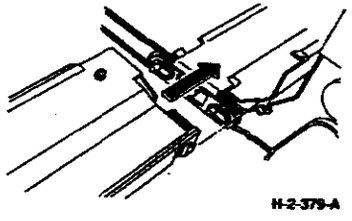

**Рисунок 4. Установка блока черно-белого проявления**
a. (Рисунок 4) Поставьте узел черно-белого проявления на край предназначенной для него полости и задвиньте его в аппарат. Проверьте, что рукава воздуховодов и зубчатые шайбы с нижней стороны узла проявления не зажаты между узлом проявления и корпусом аппарата.